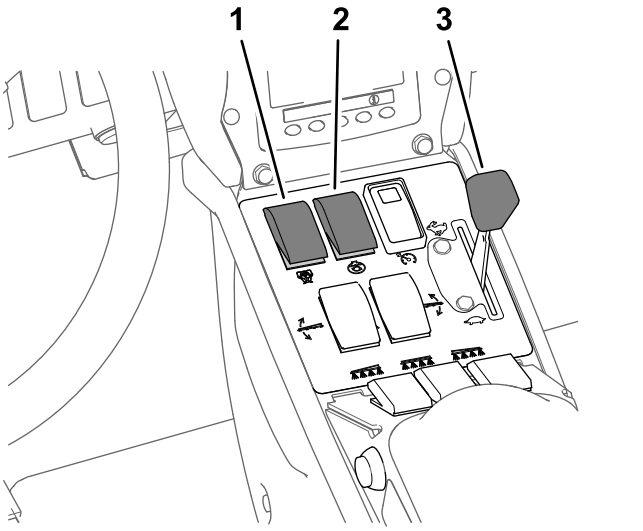

Figura 40
8. Ponga el interruptor de agitación y el interruptor de la bomba de fumigación en la posición de ACTIVADO (Figura 40).
9. Mueva el acelerador a la posición de RÁPIDO (Figura 40).
Nota: Este procedimiento supone que la bomba de fumigación está activada; consulte Figura 40, en Fumigación en el Modo de caudal de aplicación (página 39).
4. Ajuste el acelerador a la velocidad de motor deseada para la fumigación; consulte Figura 40, en Fumigación en el Modo de caudal de aplicación (página 39).